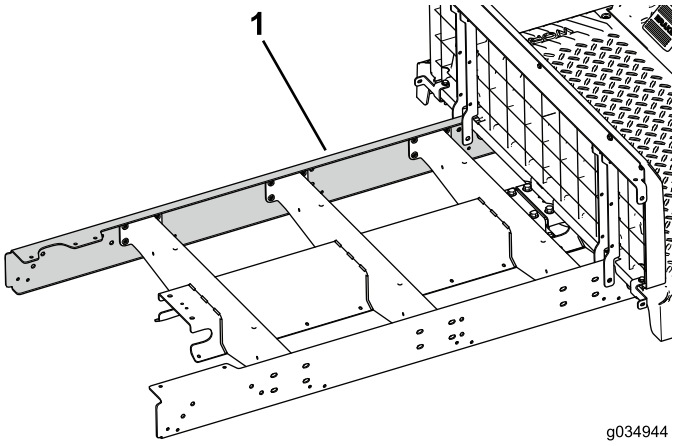

Bild 25
5. Befestigen Sie die Verlängerungsschiene lose an der linken Seite der Maschine (Bild 25).